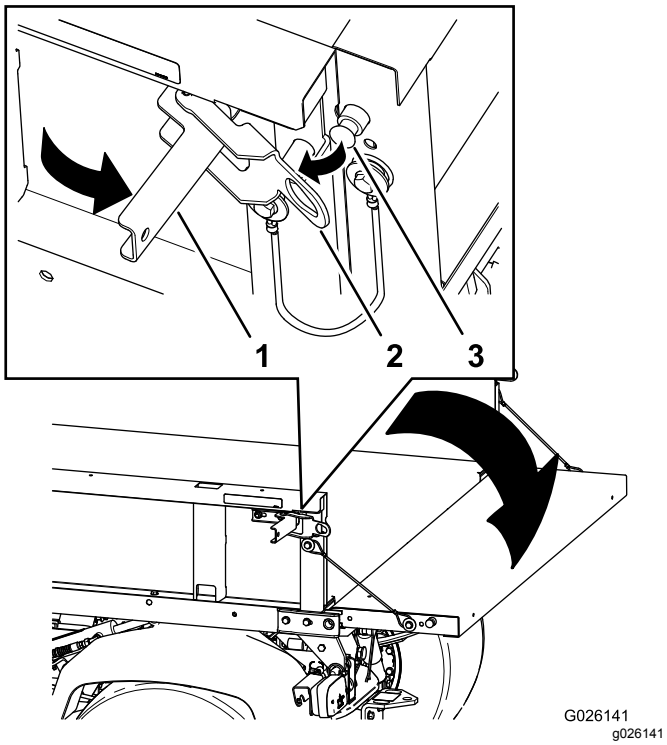

**Figuur 14**
2. Zet de sluitingen aan de linker- en rechterzijde van de laadbak los en laat de achterlaadklep zakken (Figuur 14).